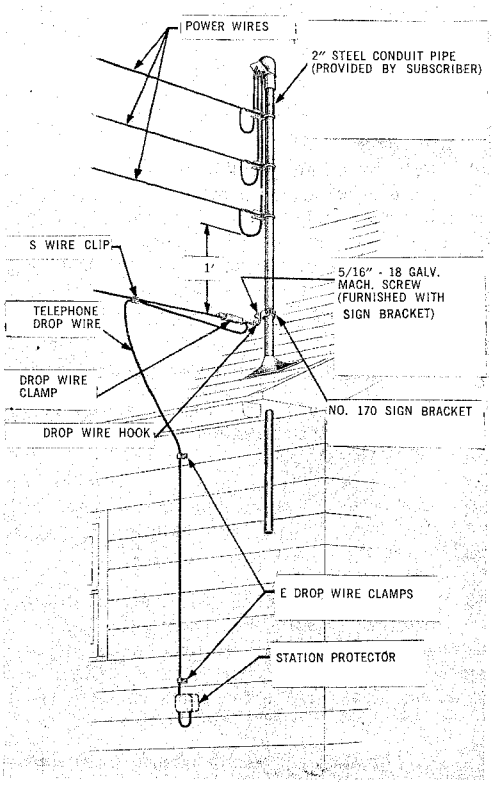

Fig. 10 — Drop Wire Attached to Power Fixture
6.01 Figs. 10 through 14 show types of clearance fixtures commonly provided by subscribers and the recommended methods of making drop wire attachment. Where other types of fixtures are provided and different methods of making drop wire attachments are required, local instructions should be issued.